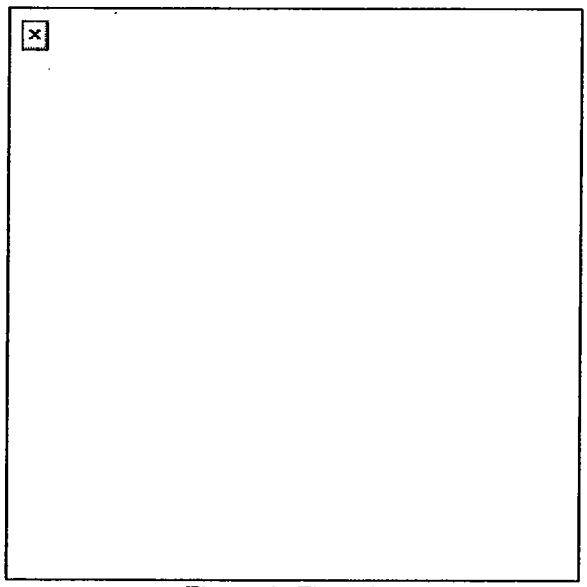

Figure 3. Fist grip.
b. Unsupported grips. You may use any of three nonfiring hand grips to support your firing hand (Figures 3, 4, and 5).
(1) Fist grip (Figure 3). Begin by gripping the weapon as previously described (Task Step 3). Firmly close the fingers of your nonfiring hand over the fingers of your firing hand. Make sure the index finger of your nonfiring hand is between the middle finger of your firing hand and the guard. Place your nonfiring thumb beside your firing thumb.